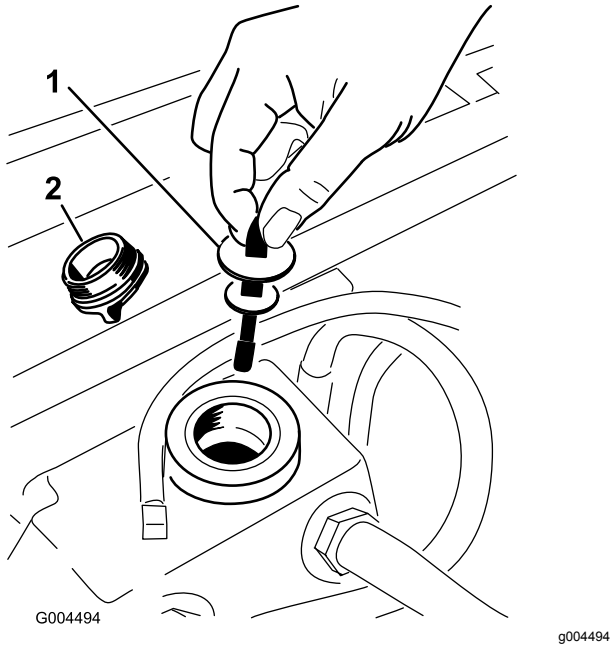

**Rysunek 56**
5. Odkręć korek wlewu zbiornika hydraulicznego z szyjki wlewu (Rysunek 56).
6. Wyjmij wskaźnik poziomu i wytrzyj go czystą szmatką (Rysunek 56).
7. Włóż wskaźnik poziomu do szyjki wlewu, a następnie wyjmij go i sprawdź poziom oleju (Rysunek 56).